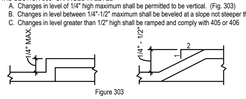

Figure 303
A. Changes in level of 1/4" high maximum shall be permitted to be vertical. (Fig. 303)
B. Changes in level between 1/4"-1/2" maximum shall be beveled at a slope not steeper than 1:2 (Fig. 303)